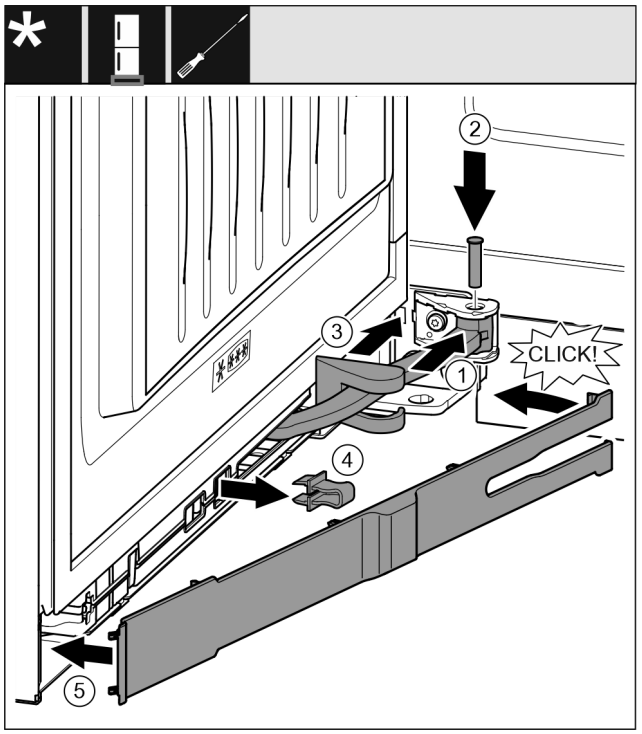

Fig. 41
- ▶ Rotiți articulația *Fig. 41 (1)* în sistemul de suspendare.
- ▶ Introduceți cu o șurubelniță bolțul *Fig. 41 (2)* în sistemul de suspendare și articulație. Urmăriți ca respectiva camă de fixare să fie așezată corect în canelură.
- ▶ Împingeți capacul suportului de lagăr *Fig. 41 (3)* de-a lungul articulației și montați-l deasupra sistemului de suspendare.
- ▶ Detașați siguranța *Fig. 41 (4)*.
- ▶ Aplicați masca *Fig. 41 (5)* pe partea mânerului și rabatați în interior.